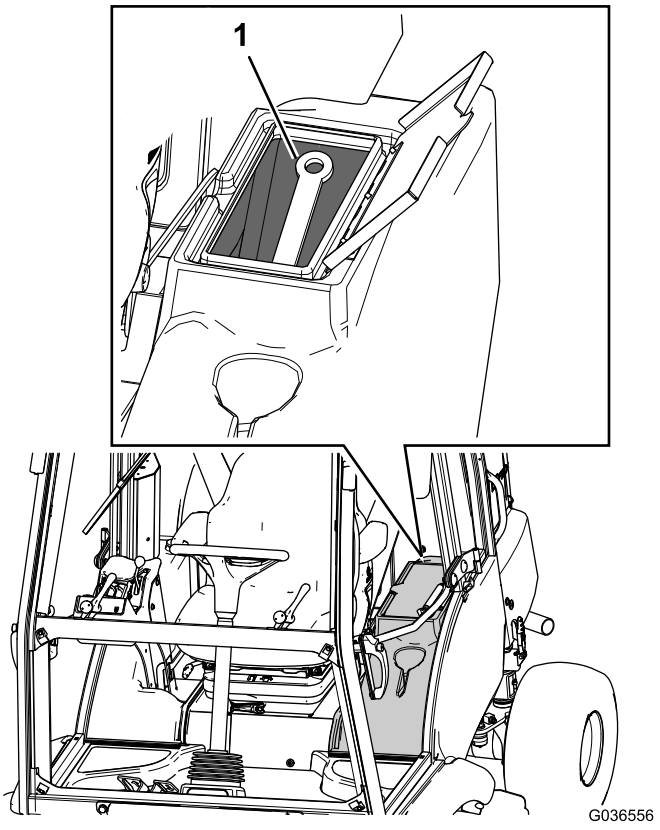

Bild 13
C. Legen Sie die Sicherheitsstützhalterung in die Aufbewahrungsgondel (Bild 13).